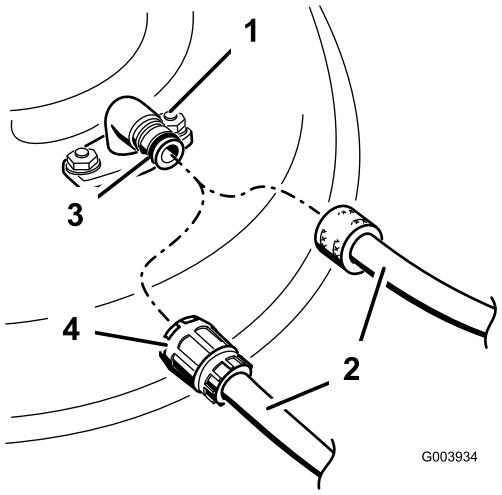

Figur 62
3. Fest slangekuplingen til enden av klippeenhetens vanninntaksnippel, og skru på vannet (Figur 62).